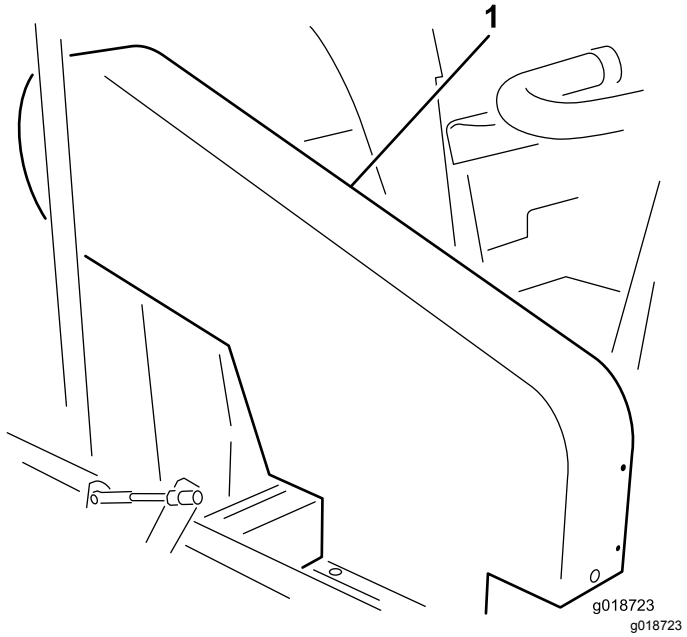

Figur 19
Merk: Det er ikke nødvendig å fjerne det øvre remvernet (Figur 19) for å kontrollere remspenningen. Hvis du fjerner remvernet, fjern de fore boltene, skivene og mutterne som fester verneplaten til rammen. Ikke bruk maskinen uten at verneplatene er på plass.
Kontroller hvor stram remmen er ved å presse midt på spennet mellom viftehjulet og clutchskivene med en kraft på 18–22 N. Remmen skal gi etter 1,3 cm. Hvis svikten er feil, se Justere viftehjulsdrivremmen (side 23). Hvis svikten er korrekt, fortsett normal drift (Figur 19).
Kontroller hvor stram remmen er ved å presse midt på spennet mellom jekkakselen og clutchskivene med en kraft på 18–22 N. Remmen skal gi etter 6 mm. Hvis svikten er feil, se Justere jekkakselremmen (side 24). Hvis svikten er korrekt, fortsett normal drift (Figur 19).
1. Fjern de fire boltene, skivene og mutrene som fester det øvre dekselet til rammen (Figur 19).